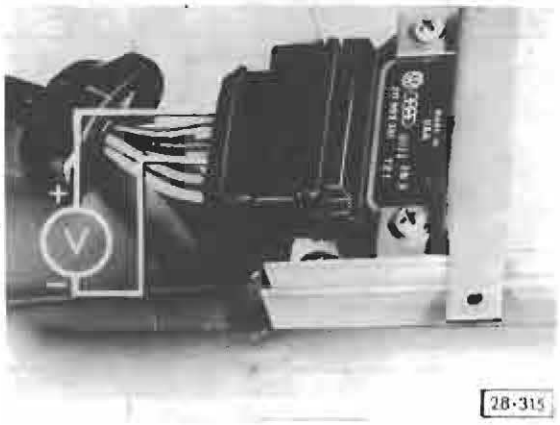

Fig. 8 Hall generator plug
⑨ Hall generator defective
- pull boot on Hall generator plug back and connect voltmeter to terminals 3 and 6 (plug remains in position) see Fig. 8